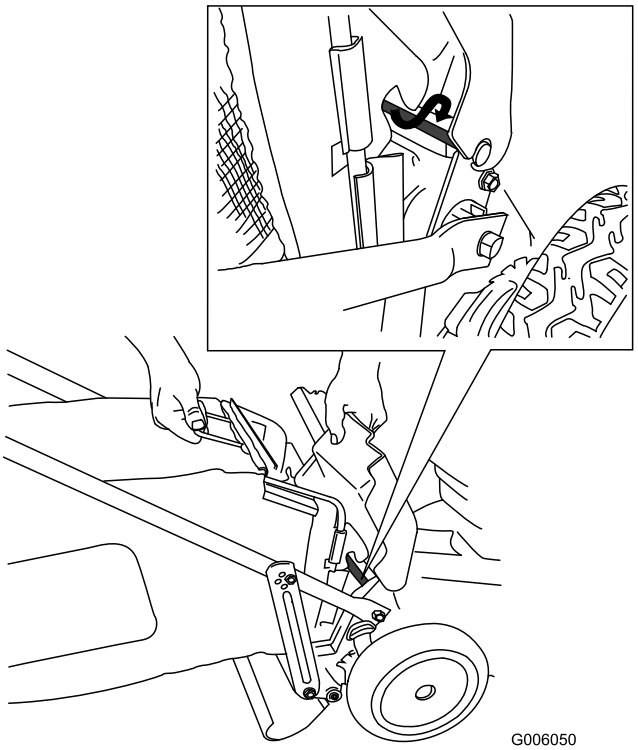

Figur 23
1. Höj och håll upp den bakre luckan (Figur 23).
3. Montera uppsamlaren på luckans stång (se den infällda bilden i Figur 23).